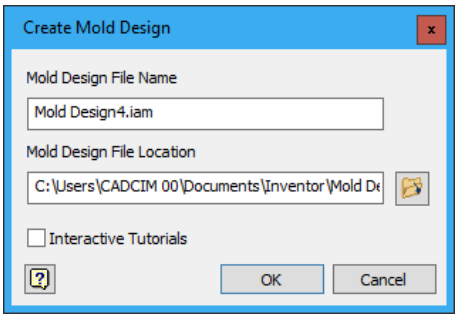

Figure 19-62 *The* ***Create Mold Design*** *dialog box*
2. Double-click on the **Mold Design (mm).iam** option; the **Create Mold Design** dialog box will be displayed, as shown in Figure 19-62.